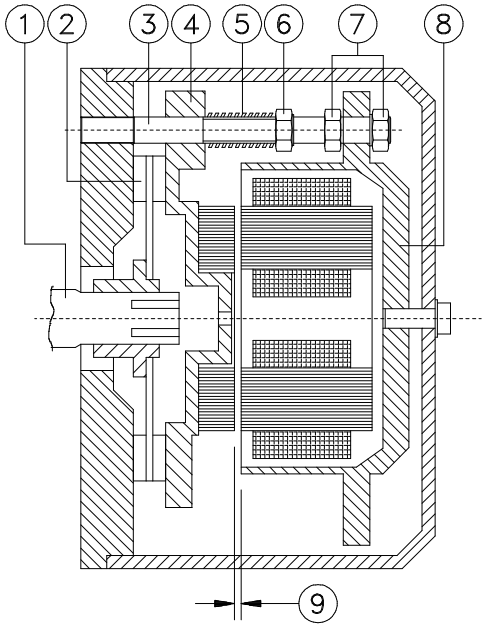

Fig.6
- ***Regolazione del traferro.*(Fig.6)**
Togliere il carter di protezione del gruppo freno, allentare i dadi Pos.7 fig.6, allentare i dadi Pos. 6 fig.6, recuperare le molle Pos 5 fig.6.
Estrarre il gruppo elettromagnete Pos. 8 fig.6 con i dischi Pos. 2 fig.6.
Sostituire il gruppo elettromagnete Pos. 8 fig.6 o i due dischi Pos. 2 fig.6 e rimontare il tutto in maniera inversa a quanto sopra descritto.